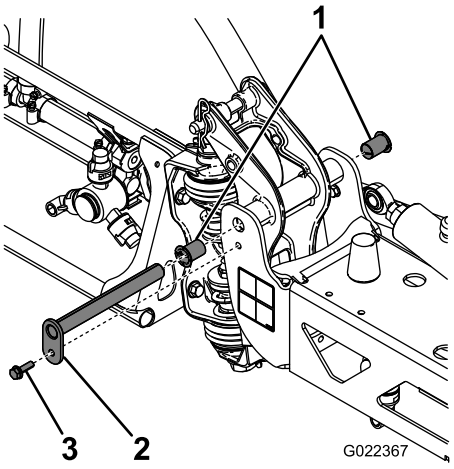

Figur 59
3. När sprutrampens vikt hålls upp tar du bort bulten och muttern som fäster svängtappen på sprutrampsenheten (Figur 59).
4. Lossa skruven och muttern som fäster svängtappen och ta bort tappen (Figur 59).
6. Ta bort nylonbussningarna från fram- och baksidan på tappfästet och undersök dem (Figur 59).
7. Påför en mindre mängd olja på nylonbussningarna och sätt tillbaka dem i tappfästet (Figur 59).
8. Montera sprutrampen och tappfästenheten på mittramen, och se till att hålen kommer i höjd med varandra (Figur 59).